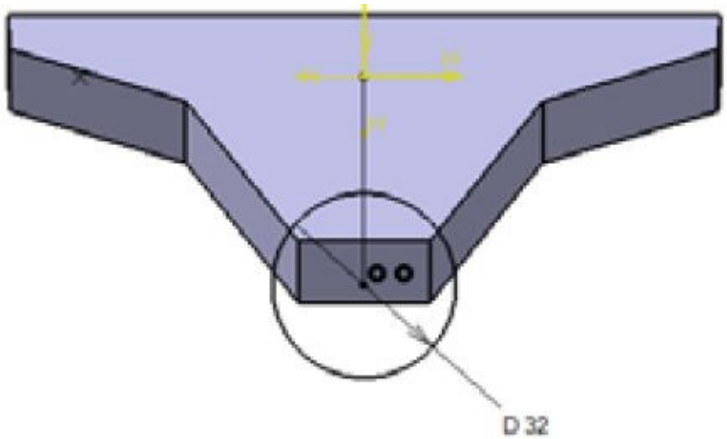

Figure 6-85 *Sketch for the second feature*
4. Use the newly created plane to invoke the **Sketcher** workbench and draw the sketch of the second feature, as shown in Figure 6-85.